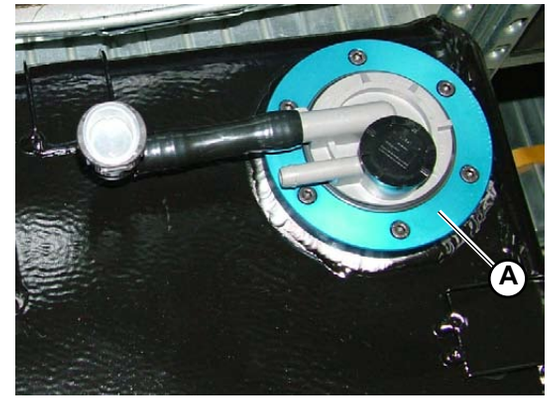

Fig.1
1. Disassemble the fuel anti-evaporation valve (**A-Fig.1**) by freeing the six screws that secure it to the tank.